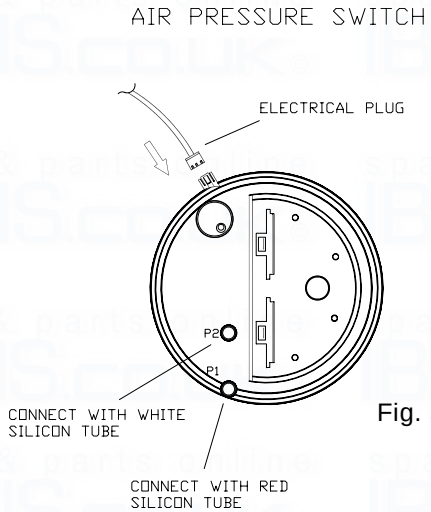

Fig. 52
7.17 TO REMOVE/REPLACE THE DIFFERENTIAL PRESSURE SWITCH (fig. 52).
7.17.5 Ensure tubes are connected correctly (Fig. 52) avoiding kinks.